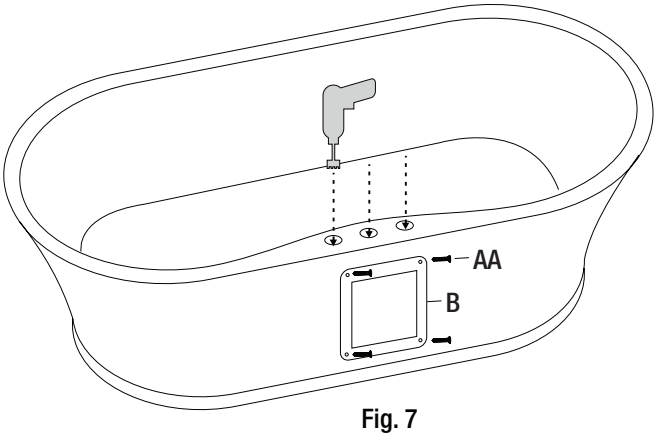

Fig. 7
- Avec du ruban adhésif, couvrir la zone tu tablier choisie pour l'installation de la robinetterie. En faisant très attention, marquer et vérifier le centre des trous selon les directives du fabricant du robinet. Vérifier également que l'emplacement choisi n'interférera pas avec le trop-plein situé en dessous. Percer les trous requis à travers le tablier de la baignoire avec des scies cylindriques de la tailler appropriée. Une fois terminé, retirer le ruban adhésif, Fig. 7.
- Faire l'essai de l'ensemble du système pour y déceler toute fuite en remplissant la baignoire d'eau, puis en la vidant. Quand aucune fuite n'est constatée, installer le couvercle du panneau d'accès (B) avec les vis fournies (AA).